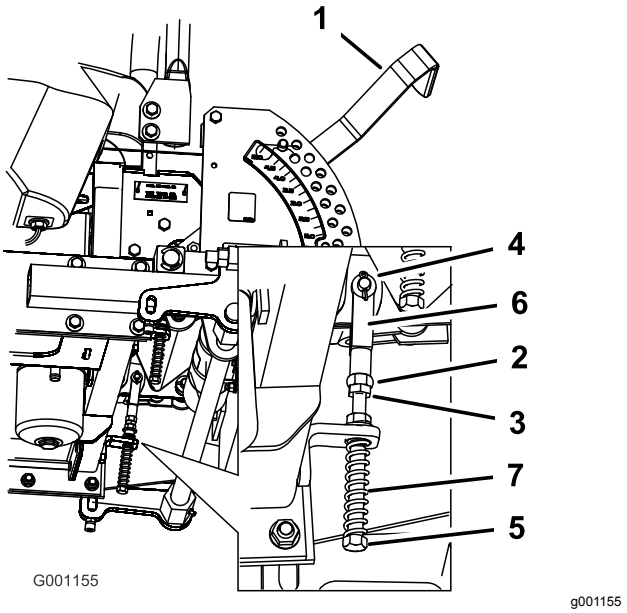

Figur 76
8. Hvis det er nødvendig med justering må du løsne på mutteren og låsemutteren mot krysshodet (Figur 76).
9. Trekk bevegelseskontrollspaken lett bakover, vri hodet på justeringsbolten i korrekt retning inntil kontrollspaken er sentrert i den NØYTRALE LÅSESTILLINGEN (Figur 76).
10. Stram mutteren og låsemutteren (Figur 76).